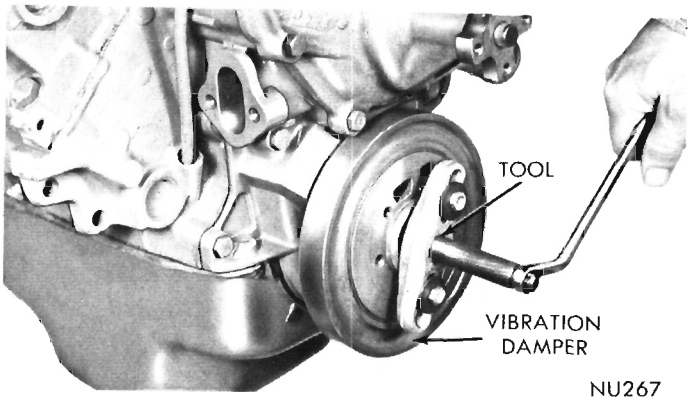

Fig. 23—Removing Vibration Damper Asembly
(1) Drain cooling system and remove radiator, fan belt and water pump assembly.
(2) Remove pulley from vibration damper and bolt and washer securing vibration damper on crankshaft.
(3) Install Tool C-3688 and pull vibration damper from end of crankshaft (Fig. 23).
(4) Remove fuel lines and fuel pump.
(5) Loosen oil pan bolts and remove the front bolt at each side.
(6) Remove chain case cover and gasket using extreme caution to avoid damaging oil pan gasket.